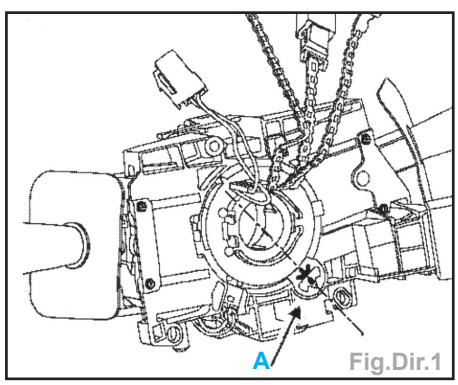

Fig.Dir.1
Nota : au cours de la dépose de la planche de bord, il sera nécessaire de vérifier la position neutre du repère (A) du contacteur tournant avant de le déposer de la colonne de direction (Fig.Dir.1).